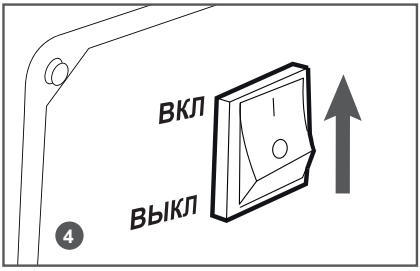

Рис. 11 Выключатель зажигания
4. Выключатель зажигания переведите в положение «ВКЛ» (Рис. 11).